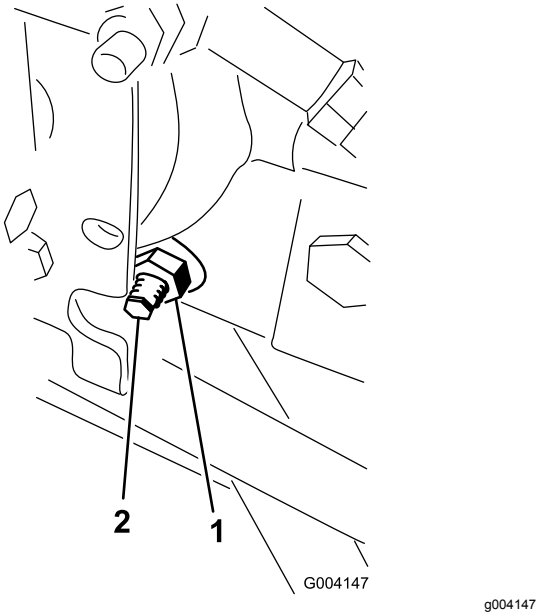

Figur 67
3. Lossa låsmuttern på hjuldrivningens justeringskam på höger sida av hydrostaten (Figur 67).